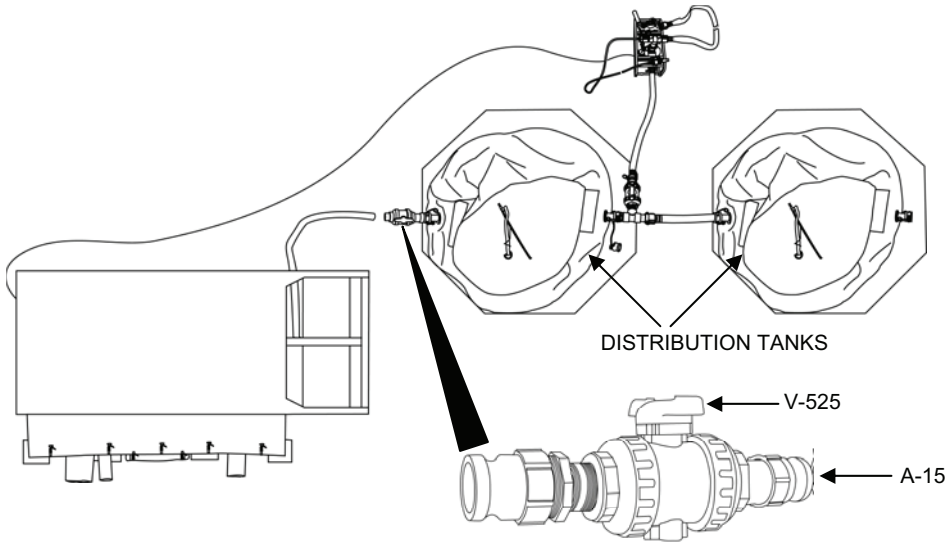

Figure 13. Distribution Tank Adaptor A-15 Valve V-525.
b. Close Distribution Tank Adaptor A-15 Valve V-525 (Figure 13).